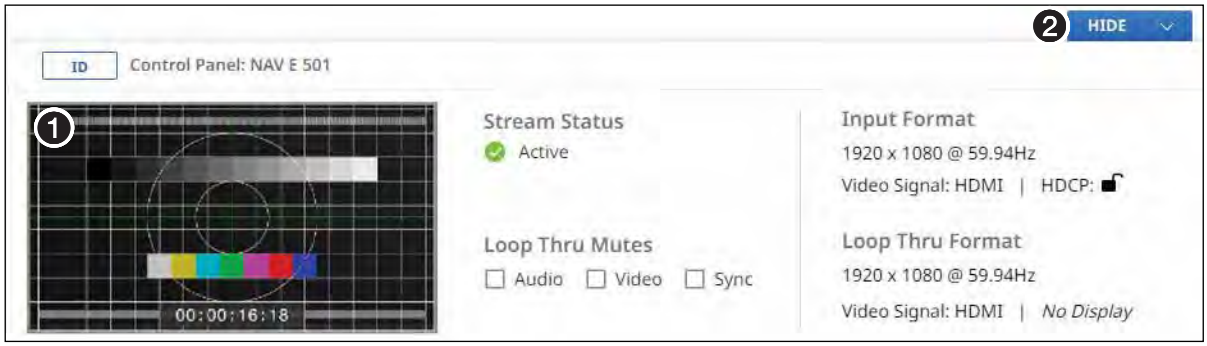

Figure 13. Show Pane
⑭ **Name banner** — Displays the model name and hostname.
⑮ **ABOUT link** — Opens a pane that provides information about the encoder (see **About Page**).
⑯ **SHOW button** — Opens a pane that displays the format, resolution, and rate of the input and LOOP OUT output (see figure 13, ❶). If Confidence Preview is enabled on a NAVigator to which the encoder is assigned (see the "Confidence Preview page" in the *NAVigator User Guide*, available at **www.extron.com**) the pane displays the confidence preview of the encoder. Click **`Hide`** (❷) to close the `Confidence Preview` pane.